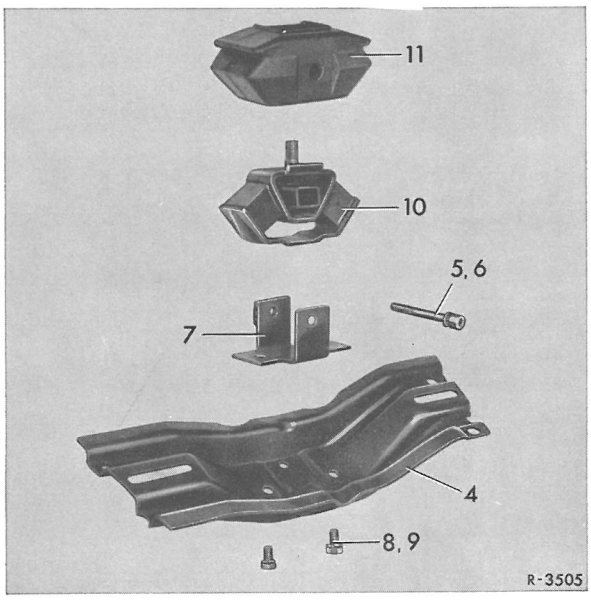

Fig. 24-1/6
4 De to sekskantbolte (8) til befæstelse af gummilejet på motorkonsollen, samt bolten med indv. sekskant (5) på holderen skrues ud. Gummimanchetten med det påvulkaniserede holdeblik (lo) trækkes af gummilejet (fig. 24-1/6)
6 Monteringen sker i omvendt rækkefølge. Det må herunder påses, at det optrukne blik på gummilejets øverste det og hovedet på bolten med indv. sekskant peger bagud (fig. 24-1/5).